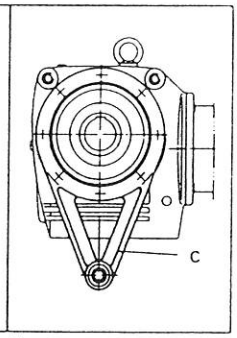

Fig. 7
- helical worm gear units as shown in Fig.7.